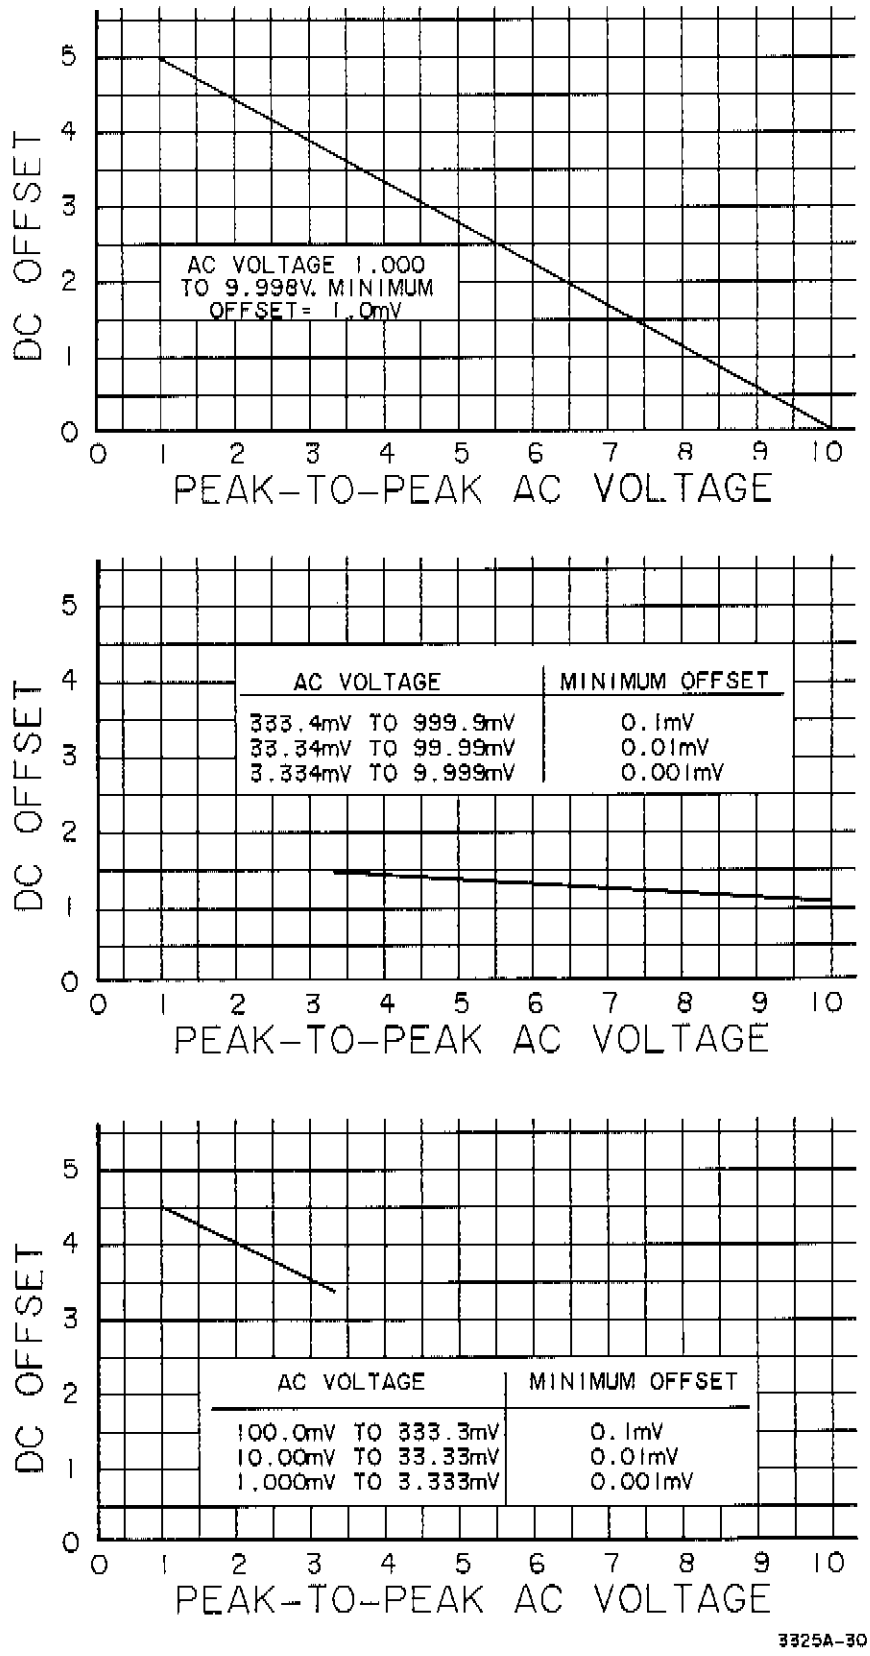

Figure 3-2. Maximum DC Offset With AC Functions.
3-45. Offset with AC Function. When dc offset is to be added to any ac function, there are minimum and maximum offset limits which must be observed. These limits are affected by the ac voltage and the resulting attenuator settings, which are shown in Table 3-4. Figure 3-2 is a set of graphs which show the approximate maximum dc offset permissible for a given ac peak-to-peak voltage. The following equation may be used to determine maximum offset voltage.
3. The minimum and maximum permissible dc offset voltages when the High Voltage Output is selected (Option 002) may be determined by multiplying the amplitude and offset values in Table 3-4 by four. This also applies for Figure 3-2. Change the above equation (for determining maximum dc offset) to the following: